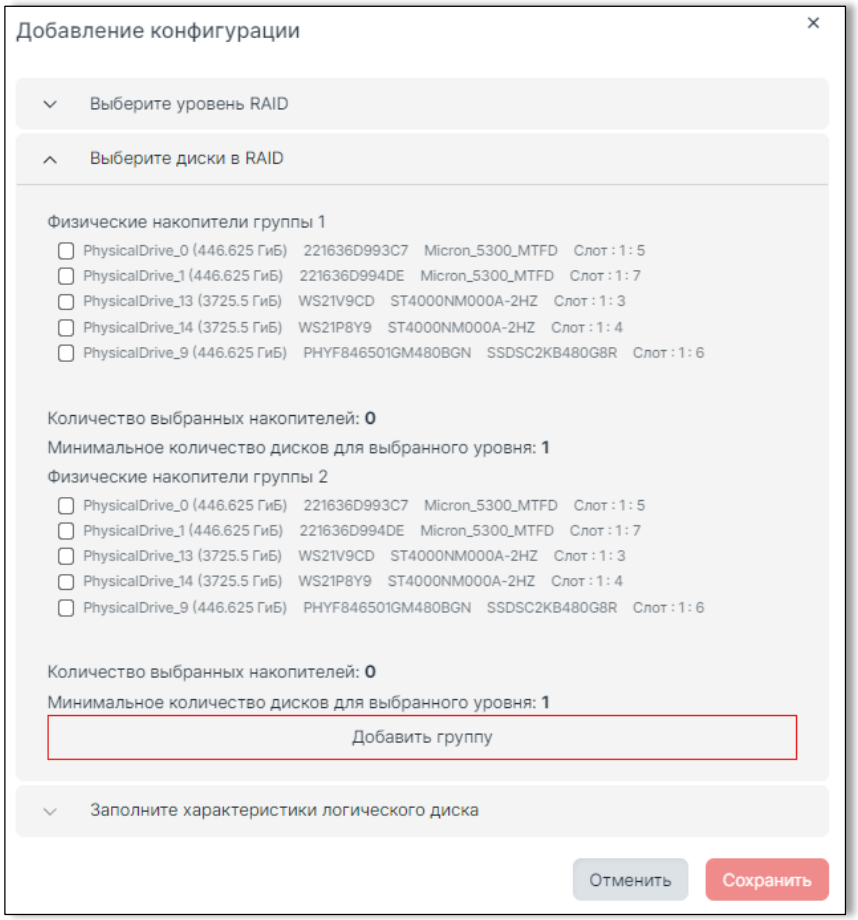

Рисунок 54. Выбор дисков в RAIDxx для массива
3. Отметьте физические накопители, которые войдут в массив (Рисунок 54). При необходимости можно добавлять группы дисков нажатием на кнопку «Добавить группу». При этом количество дисков в каждой группе должно быть одинаковым. Групп может быть не более 8.